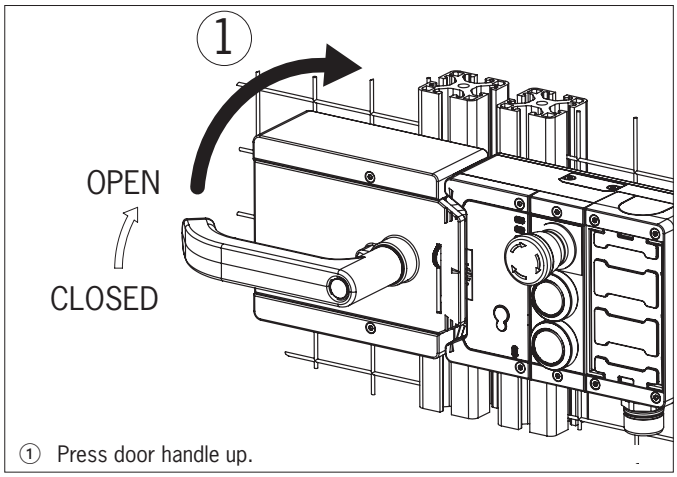
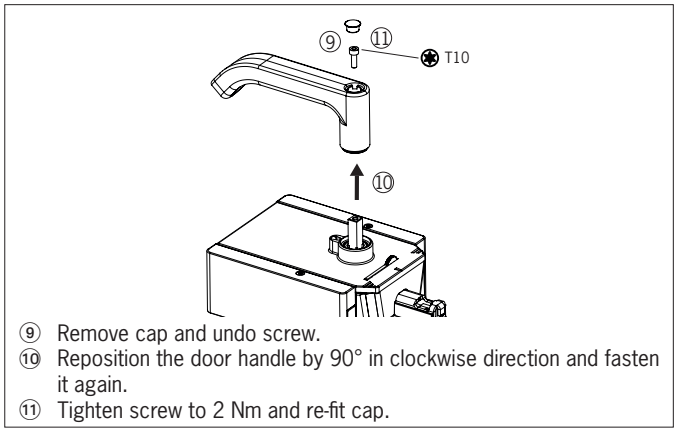

Figure 12: Changing actuating direction, step ①
Figure 17: Changing actuating direction, steps ⑨ and ⑪
- The system is mounted the other way up for doors hinged on the left. In other words, the guard opens by pressing up the door handle (see *Figure 12*). For this reason the actuating direction of the door handle must be changed (see *Figure 12* to *Figure 17*).